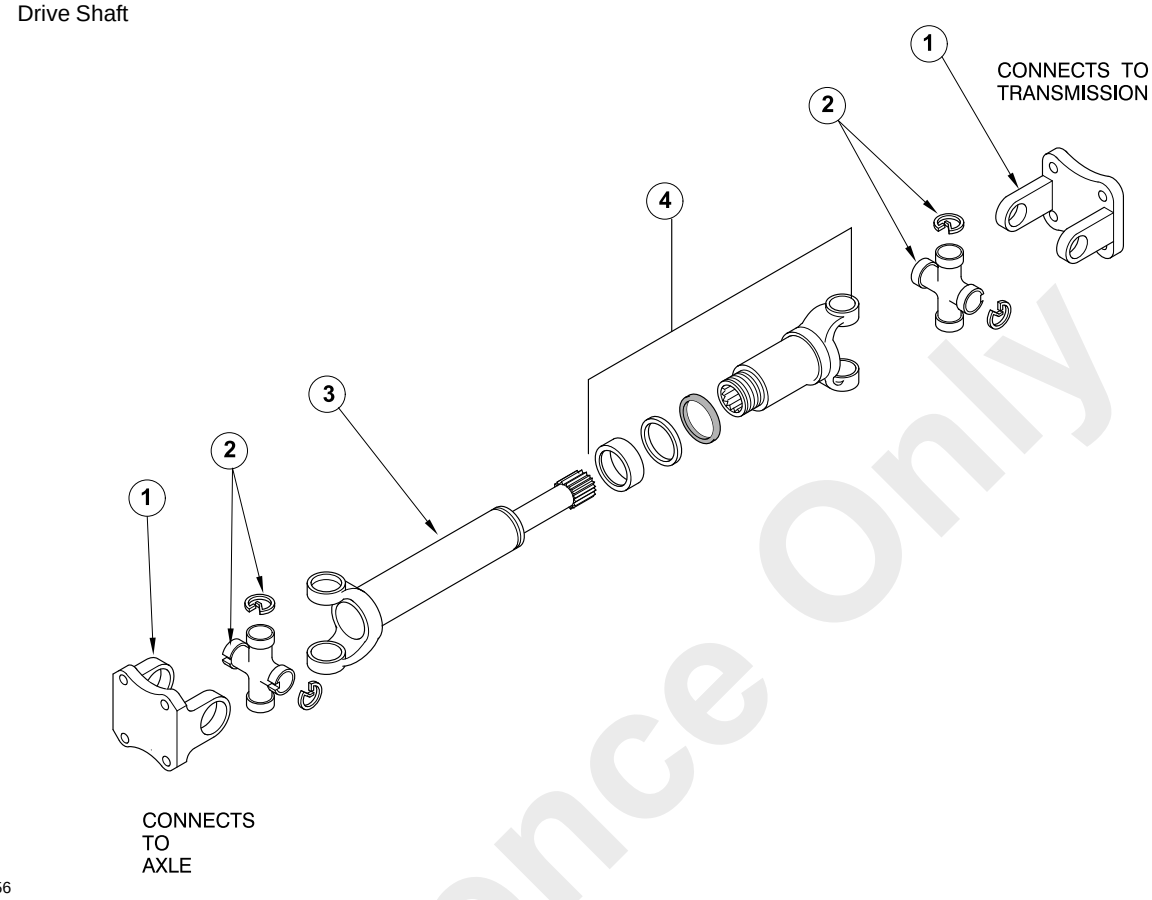

FIGURE 8-140
1. Place a flange yoke (1, Figure 8-140) in a vice. Using pliers, remove the two snap rings from the bearing caps in the flange yoke.
3. Disassemble journal cross (2, Figure 8-140) from the drive shaft using the procedure in steps 1 and 2. After the snap rings are removed, use a hammer and soft drift with a flat face slightly smaller than the diameter of the bearing, to remove the bearings.
5. To disassemble the slip tube (3) from the slip yoke (4), unscrew the dust cap and pull the two yokes apart.
1. Install the journal cross into the yoke of slip tube (3, Figure 8-140).
3. Repeat steps 1 through 3 on the opposite end of the drive shaft slip yoke end (4).
4. Repeat steps 1 through 3 and install a flange yoke (1) to each end of the drive shaft.